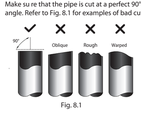

Fig. 8.1
1. Make su re that the pipe is cut at a perfect 90° angle. Refer to Fig. 8.1 for examples of bad cuts